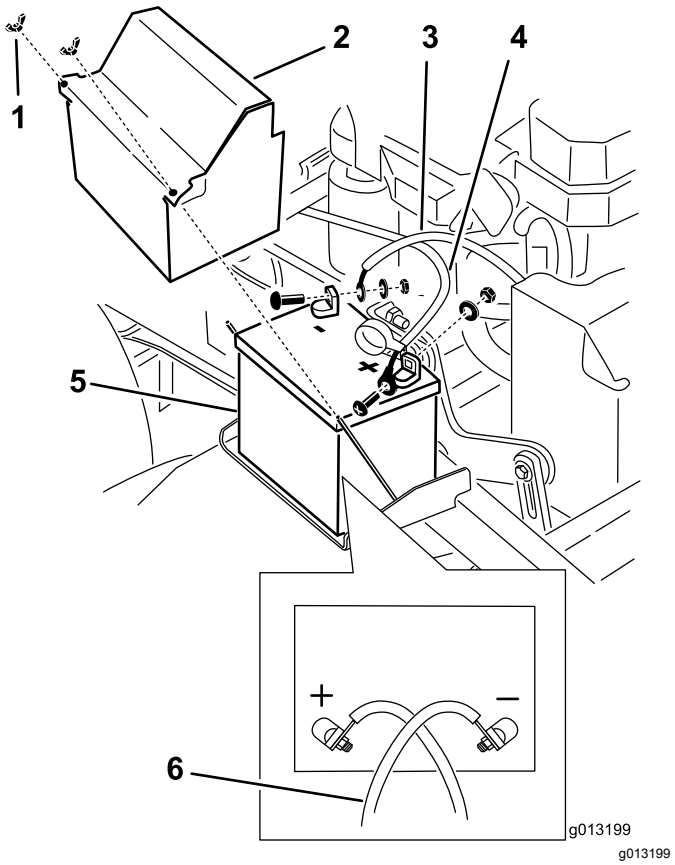

**Figur 52**
3. Tag først batteriets minuskabel af minuspolen (–) (Figur 52).
5. Fjern batteriets (røde) pluskabel (Figur 52).
6. Fjern batteriets holdeplade, og tag batteriet ud (Figur 52).
1. Sæt batteriet tilbage på maskinen (Figur 52).
3. Slut batteriets (røde) pluskabel til pluspolen (+) med en møtrik, spændeskive og bolt (Figur 52).
5. Slut batteriets minuskabel og jordledningen til minuspolen (–) med en møtrik, spændeskive og bolt (Figur 52).
**Bemærk:** Når batterikablerne krydser over hinanden, er de korrekt monteret (Figur 52).